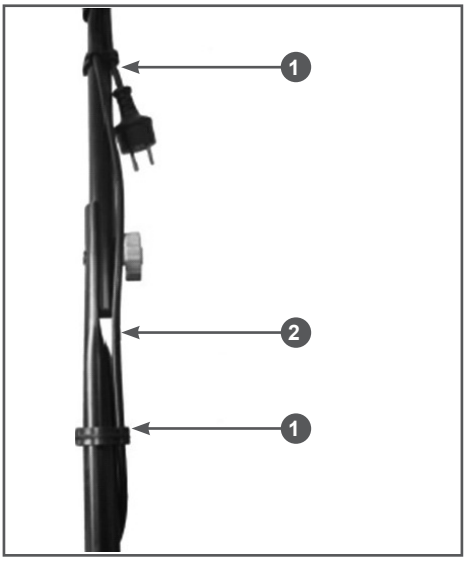

Рис. 6 Крепление кабеля включения
5. Закрепить кабель включения фиксаторами (Рис. 6).